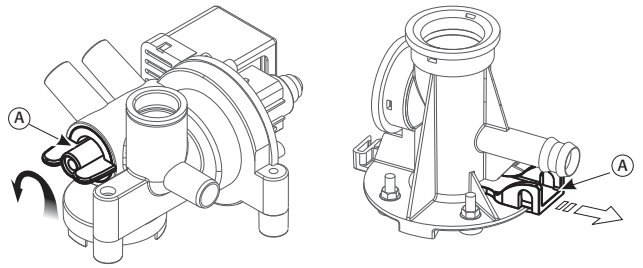

**Рис. 11.g**
- включите механизм, расположенный под цилиндром (см. рис. 11.g).